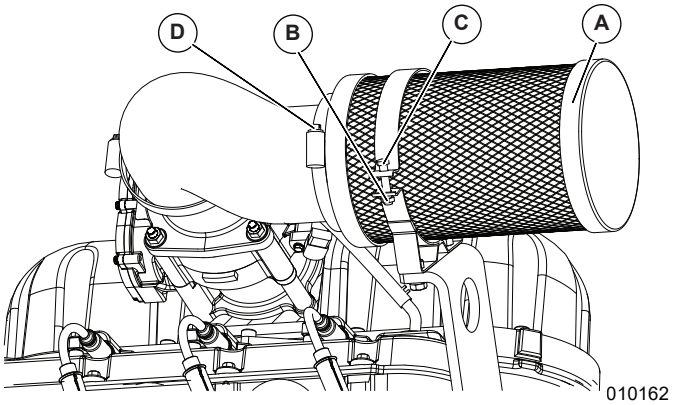

Figure 5-12. Air Cleaner Cover and Filter Element
1. See ***Figure 5-12***. Remove nut (B) and bolt (C) from air filter clamp, and loosen elbow clamp (D) to release air cleaner.